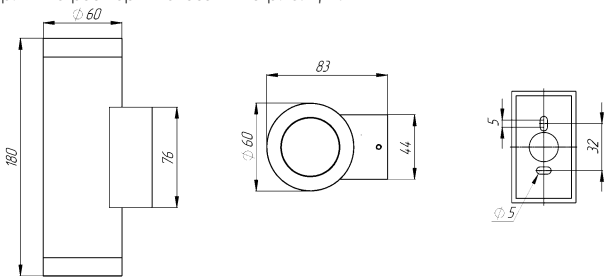

Рис.1. Габаритные размеры на 20Вт
1.5. Общий вид и габаритные размеры показаны на рис. 1, 2.